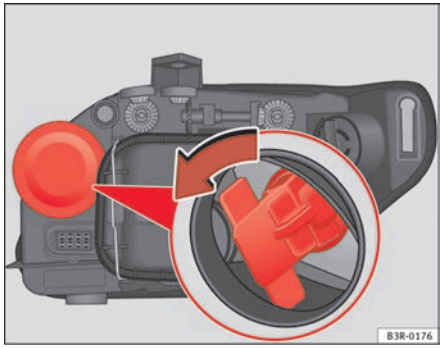

Fig. 215 Turn signal
- Remove the bulb holder by pulling on the grip and turning it anti-clockwise ⇒ fig. 215.